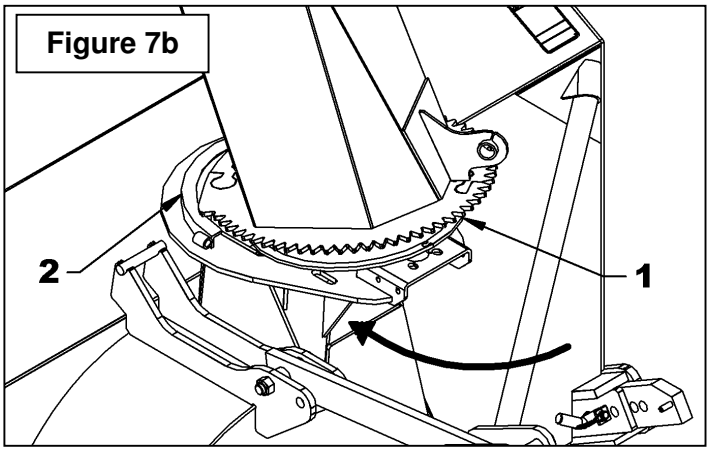

Figure 7b
4. **Figure 7b:** Insérer la chute (item 1) sous la plaque de retenue soudée de la souffleuse (item 2).